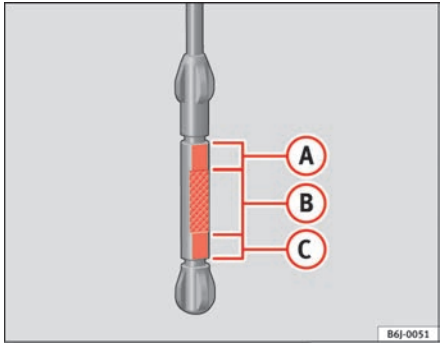

Fig. 125 Engine oil dipstick
– Then pull it out once more and check the oil level ⇒ fig. 125. Top up with engine oil if necessary.